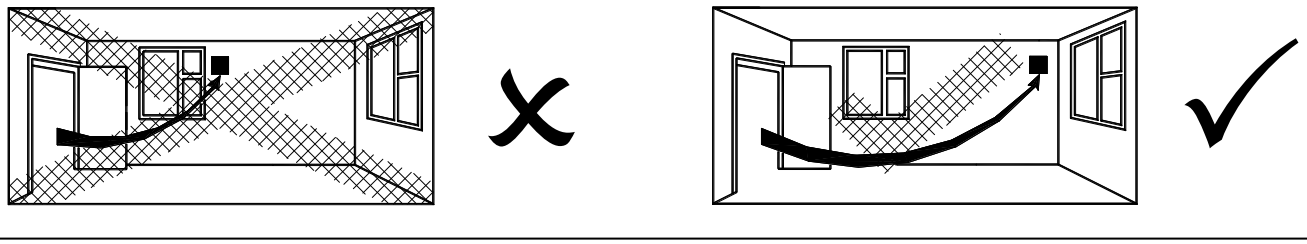
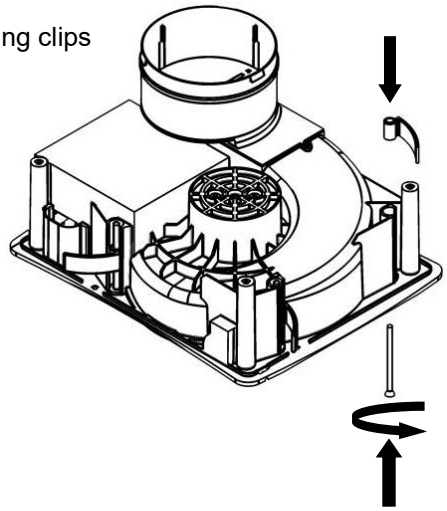

Fig. 1.
Fig. 6. PIR sensor cable - **(TM only)**
2. Removing the grille. Firstly, remove the front cover by carefully pulling each corner of the front panel until it is free to be removed from the inner grille (Fig 1). Unscrew the two screws at the bottom of the inner grille. The screws will remain in the inner grille but will be loose when the grille is ready to be removed (Fig 1). Lift the inner grille from the bottom edge ensuring not to damage the sensor cable (TM model only) attached to the front assembly and Base Housing (Fig 6).
8. Replace the inner grille ensuring that the PIR sensor cable (TM model only) is reconnected to the PIR sensor PCB (Fig 6). Replace the front panel.
10. Replace the inner grille ensuring that the PIR sensor cable (TM model only) is reconnected to the PIR sensor PCB (Fig 6). Replace the front panel.
5. Removing the grille. Firstly, remove the front cover by carefully pulling each corner of the front panel until it is free to be removed from the inner grille (Fig 1). Unscrew the two screws at the bottom of the inner grille. The screws will remain in the inner grille but will be loose when the grille is ready to be removed (Fig1). Lift the inner grille from the bottom edge ensuring not to damage the sensor cable (TM model only) attached to the front assembly and Base Housing (Fig 6).
12. Replace the inner grille ensuring that the PIR sensor cable (TM model only) is reconnected to the PIR sensor PCB (Fig 6). Replace the front panel.